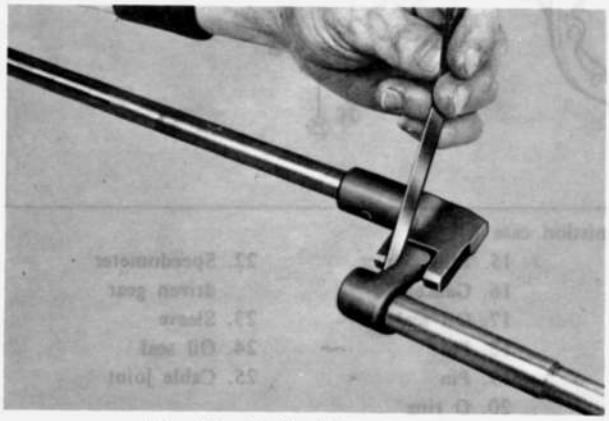

Fig. 7A–40 Checking control lever
2. Check the clearance between the control lever and the gate of the shift rod, as shown in Fig. 7A–40. If this clearance exceeds **0.8 mm (0.031 in),** replace the control lever or the shift rod.